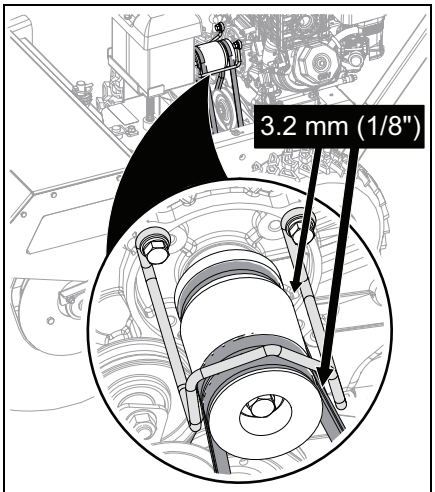

Figure 21
- Engage attachment clutch lever and traction clutch lever and make sure belt finger located opposite belt idler is less than 3.2 mm (1/8") from belts, but not touching the belts. See Figure 21.